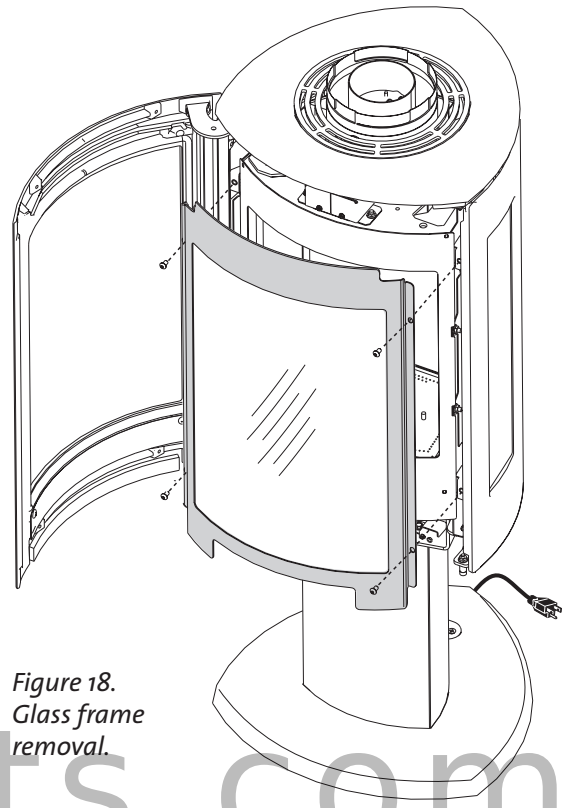

Figure 18. Glass frame removal.
To access the firebox, use the 4 mm hex key to remove the four socket head screws that attach the glass frame to the firebox. See fig. 18.
The power cord located in the valve compartment is connected to the Fan Control Module which is the main power supply for all stove operating functions. Route the cord through the pedestal and out the rear of the pedestal base as in fig. 18, or through the floor.
2. Remove the glass frame. See fig. 18.